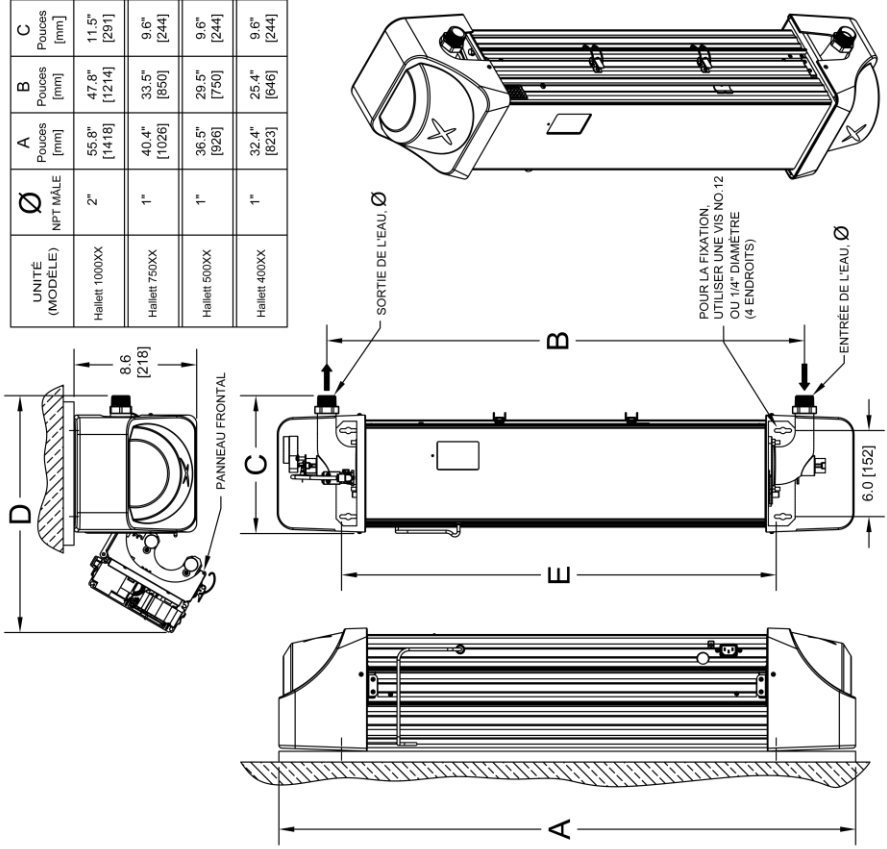

Figure 4.1
Avertissement - L'unité doit être placée verticalement sur un mur solide **(les performances du système seront négativement affectées si elles sont montées horizontalement ou soumises à des vibrations).** L'installation de l'unité (voir figures 4.1 à 4.4) doit être effectuée conformément à toutes les réglementations fédérales, nationales et locales applicables. Pour les appareils en Australie et en Nouvelle-Zélande, l'installation doit être conforme au Plumbing Code of Australia (PCA).Nous recommandons que l'appareil soit installé par un technicien qualifié. Ne pas installer le système correctement peut entraîner des dommages matériels (fuites / inondations) ou des blessures (choc électrique) et annulera la garantie.
Étape 2: L'unité UV a des fentes en trou de serrure pour un montage plus pratique. Utilisez les quatre supports. **Ne fixez pas l'appareil directement sur un mur extérieur; fixez sur du contreplaqué ou des cales - Voir Figure 4.1.** Retirez les couvercles supérieur et inférieur de l'appareil pour rendre les trous de montage accessibles. Des modèles de trous de montage sont fournis pour simplifier l'installation.